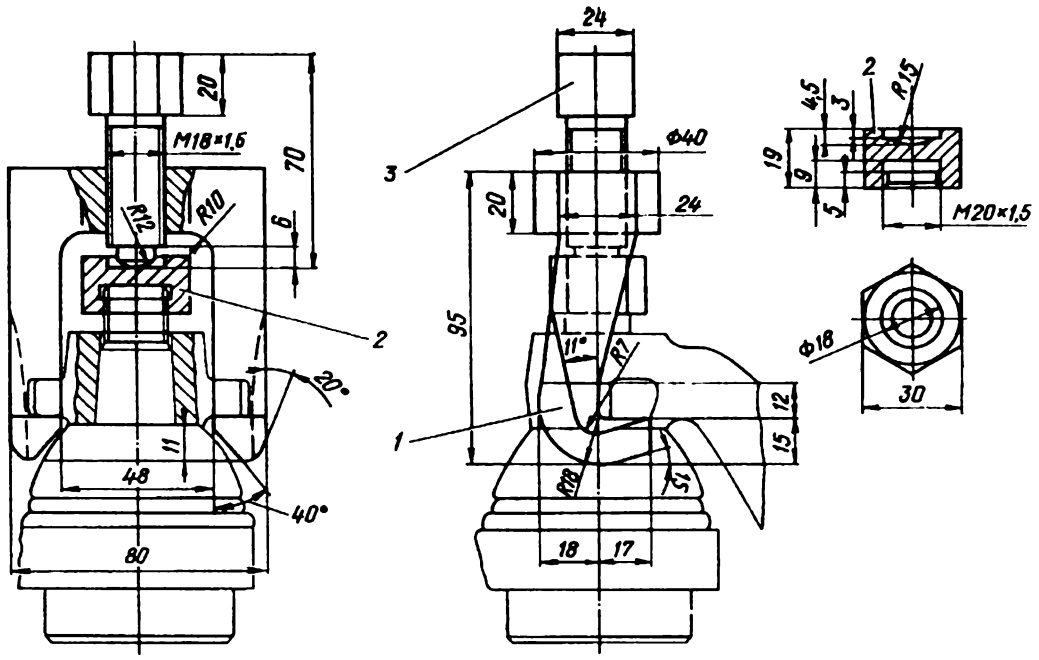

Рис. 156. Выпрессовка пальца нижнего шарового шарнира:
10. Наверните на резьбовой хвостовик предохранительную гайку *2* (рис. 156), заведите за уступы кронштейна скобу *1* съемника и выпрессуйте шаровой палец. Этим съемником шаровой палец можно выпрессовать из кронштейна, не снимая кронштейн с рычагов, но в этом случае необходимо повернуть колеса автомобиля вправо, примерно на 20°, завести приспособление между стойкой и кронштейном и выпрессовать палец.